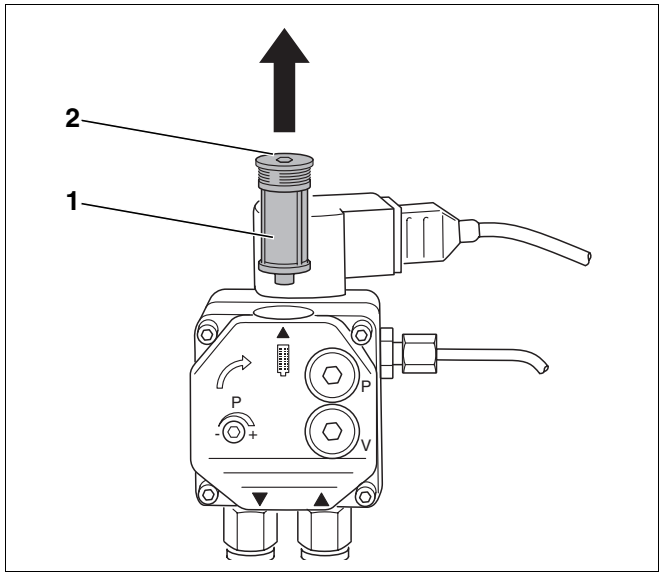

Afb. 27 Oliepompfilter controleren – oliepomp Danfoss
- Draai de binnenzeskantschroef aan de bovenzijde (afb. 27, **pos. 2**) los.
- Trek de filter van de oliepomp (afb. 27, **pos. 1**) naar boven toe eruit.
- Reinig de filter van de oliepomp (afb. 27, **pos. 1**) met wasbenzine, vervang deze eventueel en bouw hem weer in de oliepomp in.